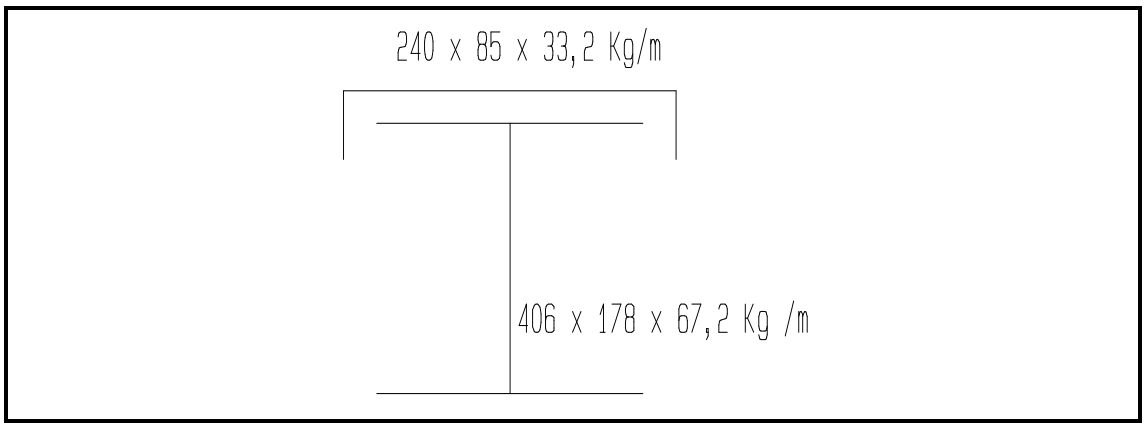

FIGURE 1
2.1 A compound beam is made up as shown in FIGURE 1 below. A rolled steel channel section of 240 × 85 × 33,2 Kg /m is welded to a rolled steel I – beam (parallel flange) of 406 × 178 × 62,7 kg/m.